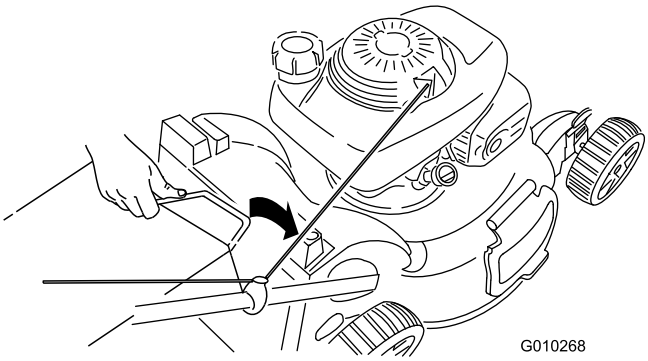

Figur 27
3. Før gressposehåndtaket inn i sporene øverst på gressklipperen (Figur 27).